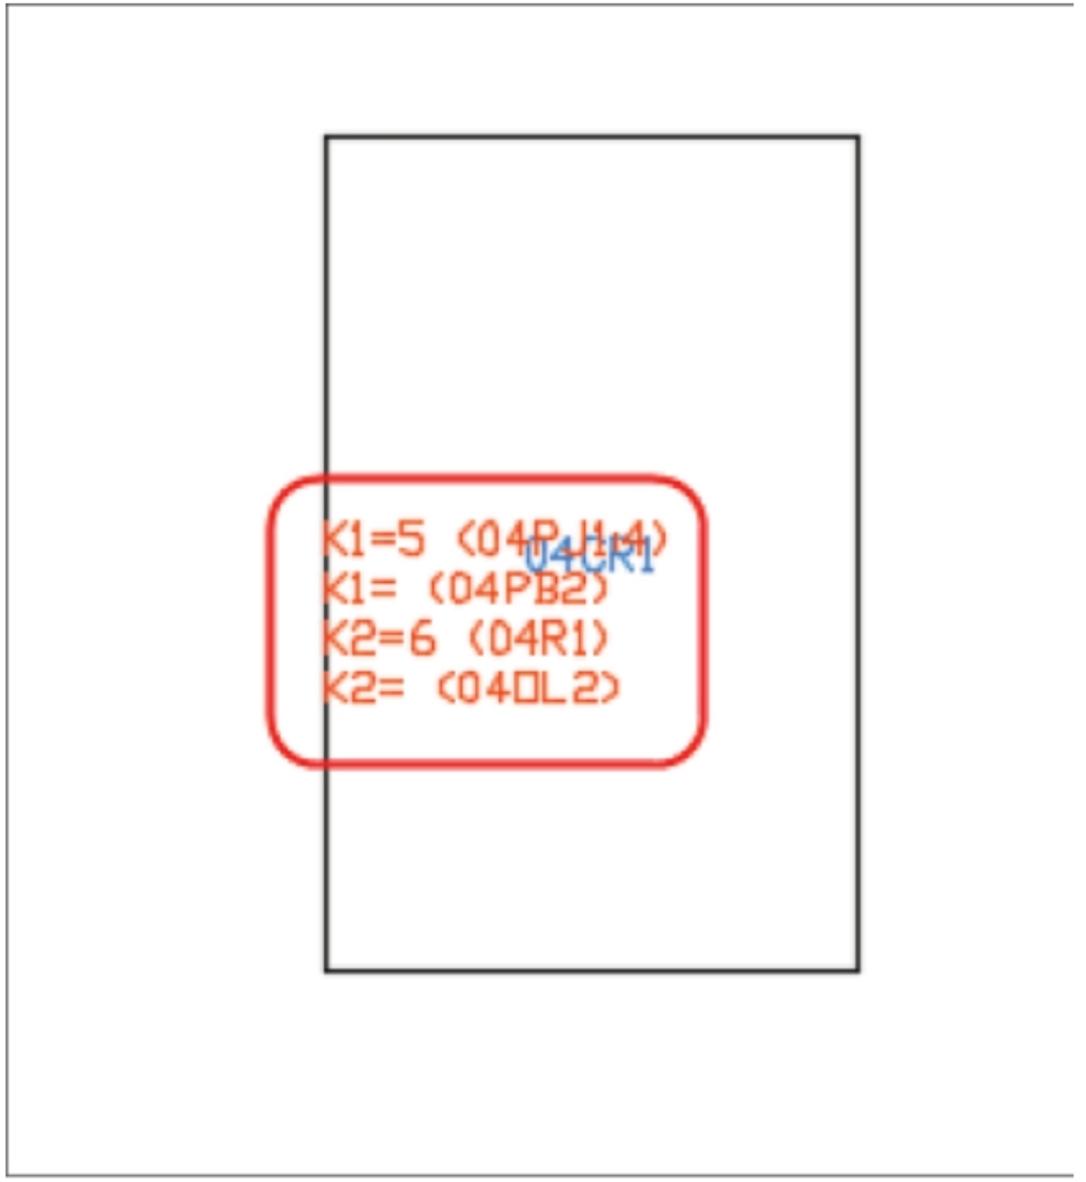

Figure-21. Annotations automatically assigned
- Set desired annotation format in this dialog box and click on the **OK** button from the dialog box. The annotations will be assigned to the components in the current drawing automatically; refer to Figure-21.